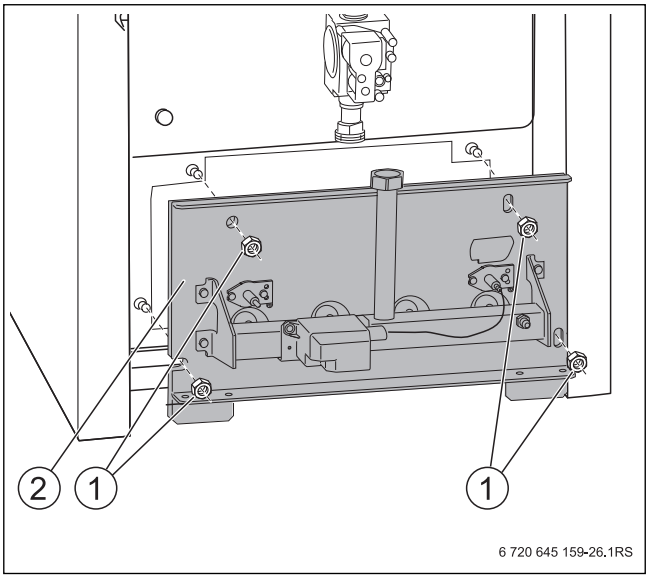

Рис. 44 Снятие крепёжных гаек
- При креплении щитка горелки (→ рис. 44, [2], стр. 36) слегка затяните четыре винта.